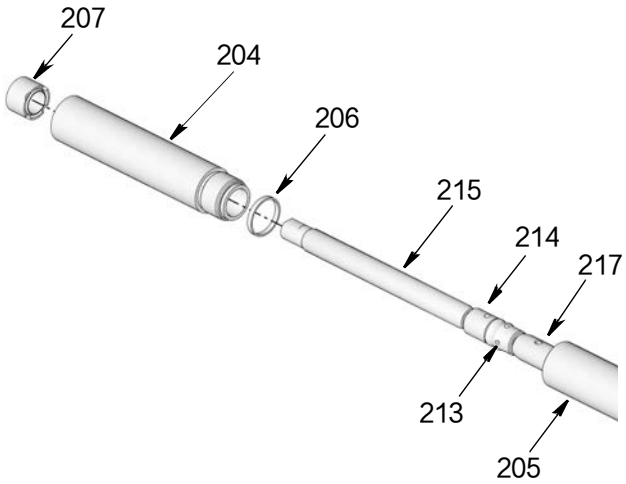

图 31
18. 使用两个带绕扳手，在相反方向上用力，松开垫片气缸，将泵气缸 (204) 与垫片气缸 (205) 分开。当气缸 (204) 足够松动时，用手拧下螺丝，将其从其他分段拆下（图 31）。